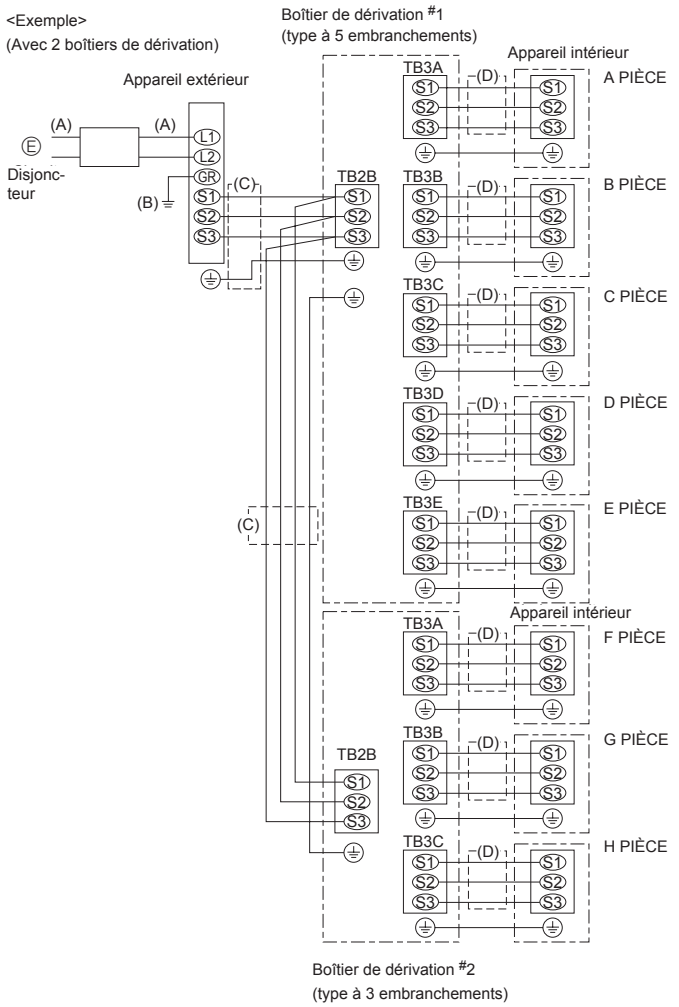

Fig. 9-9
9.2. Procédure de câblage externe (Fig. 9-9)